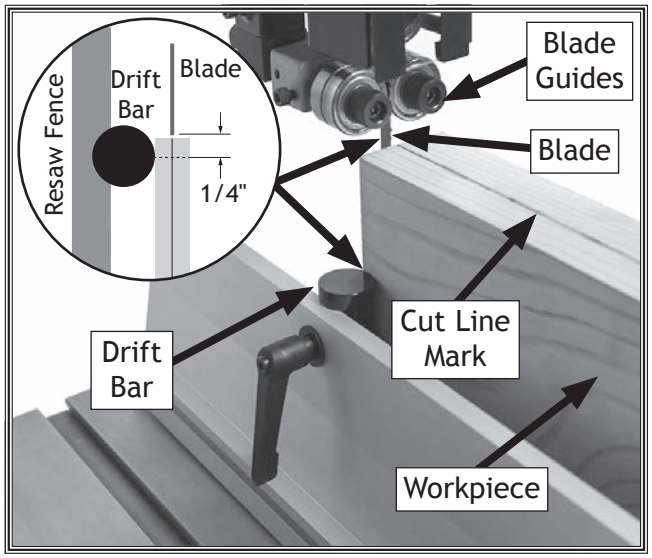

Figure 3. Positioning workpiece for cut using drift bar.
2. Mark cut line from front to back on top of workpiece (see **Figure 3**).
3. Lower bandsaw blade guides as close to workpiece as possible (see **Figure 3**).
4. Adjust resaw fence so blade aligns with mark made in **Step 2** and center of drift bar is set 1/4" forward of blade teeth (see **Figure 3**).